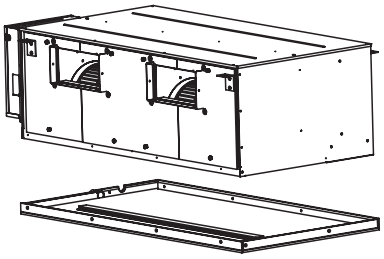

Рисунок 10.11
6) Усилиями двоих человек поднимите основание кондиционера, толкните его в горизонтальном направлении, чтобы оно закрыло сам кондиционер. (Рисунок 10.11)